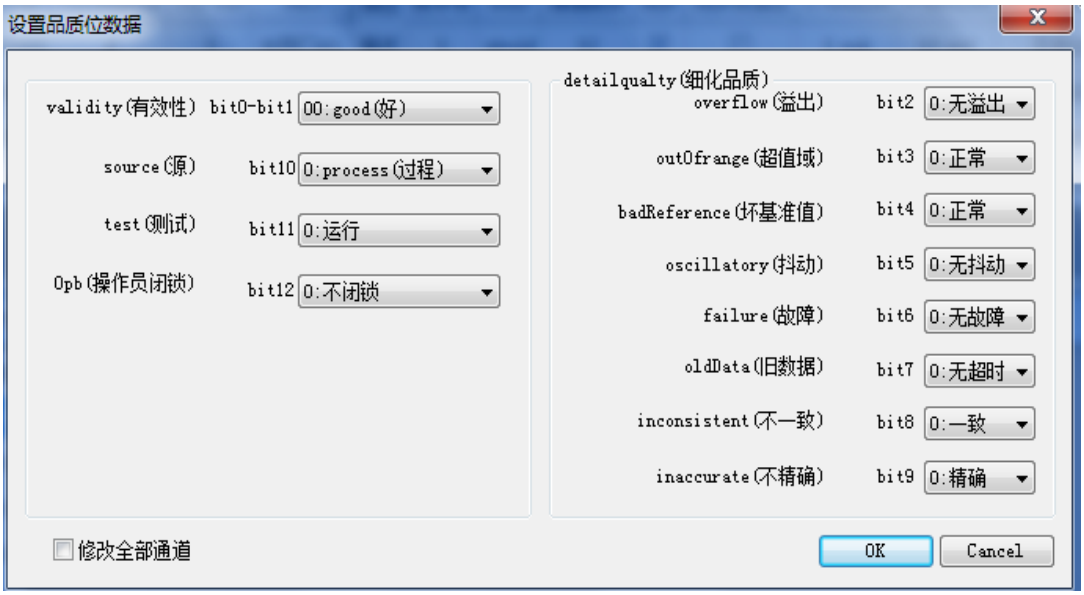

图 3-3 设置品质位数据
⑤**品质位数据：**设置本路SMV的品质位。双击单元格，弹出“设置品质位”对话框，根据被测保护装置的设置值，对品质位进行相应的设置。设置好后，点击“OK”确认。具体见图3-3。